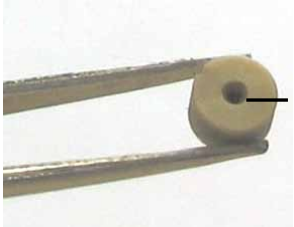
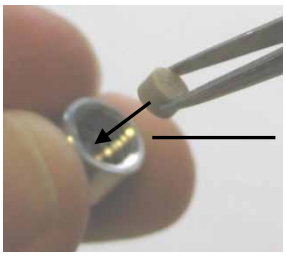

Abb. 65: Ausrichtung des Nadelsitzes
Abb. 66: Einsetzen des Nadelsitzes
7. Setzen Sie den neuen Nadelsitz mit einer Pinzette in die Halteschraube ein. Achten Sie auf die Ausrichtung: Der Konus muss in Richtung der kleinen Öffnung der Halteschraube zeigen (→ Abb. 65 und Abb. 66).